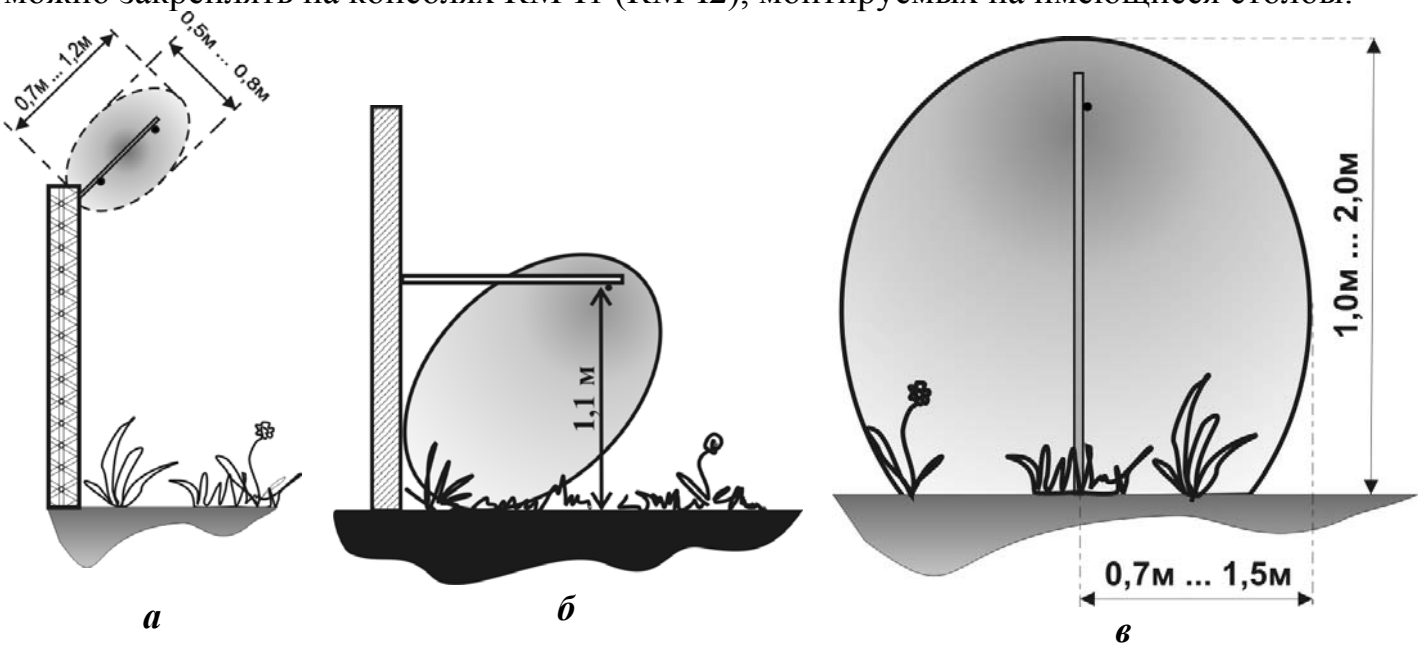

Рис. 2.1
***а***) в верхней части заграждения – козырьковый вариант с любым углом наклона (сечение ЗО см. рис. 2.1а), при этом ВП и НП закрепляются на диэлектрических консолях (КМЧ1, КМЧ2). Заграждение может быть выполнено из любого материала, а угол наклона консолей («козырька») можно оперативно менять;
***б***) вдоль заграждения (стены здания или сооружения) для контроля пролома, перелаза и подкопа, при этом ВП закрепляется на диэлектрических консолях (КМЧ3), а НП на 5…10 см заглубляется в землю (сечение ЗО см. рис. 2.1б);
***в***) вдоль поверхности земли (сечение ЗО рис. 2.1в), при этом ВП закрепляется на диэлектрических опорах (КМЧ4), а НП на 5…10 см заглубляется в землю. В случае, когда на охраняемом рубеже имеются диэлектрические (электропроводные) столбы ВП ЧЭ можно закреплять на консолях КМЧ1 (КМЧ2), монтируемых на имеющиеся столбы.